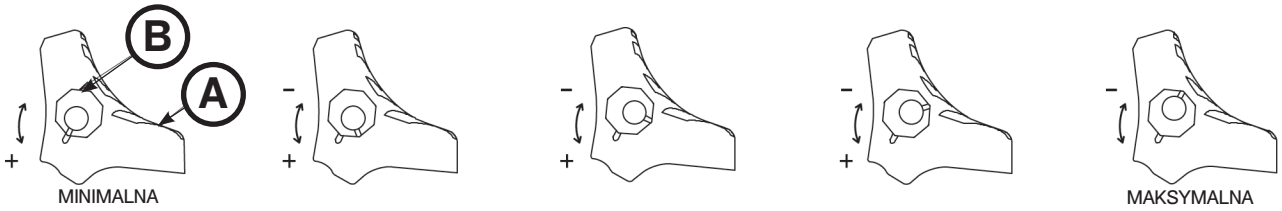

rys. 70
1. Za pomocą klucza imbusowego 5/32 cala i klucza kombinowanego 7/16 cala odkręcić śrubę z łbem gniazdowym ze środka pedału blokady. Blokada kółek jest fabrycznie montowana przy ustawieniu pedału na minimalną siłę blokowania. Znacznik na pedale (A) jest ustawiony w jednej linii ze znacznikiem na ośmiokątnej tulei (B) (Rys. 70).
2. Wymontować tuleję (B). Przekręcić tuleję przeciwnie do ruchu wskazówek zegara w celu zwiększenia siły blokowania pedału, a zgodnie z ruchem wskazówek zegara w celu zmniejszenia siły blokowania. Założyć tuleję na pedał (Rys. 70).
1. Za pomocą wkrętaka Torx T30 wykręcić dwie śruby z łbem gniazdowym (A) mocujące wsporniki (B) do ramy podstawy (C) (rys. 70). Zachować obie śruby do ponownego montażu.